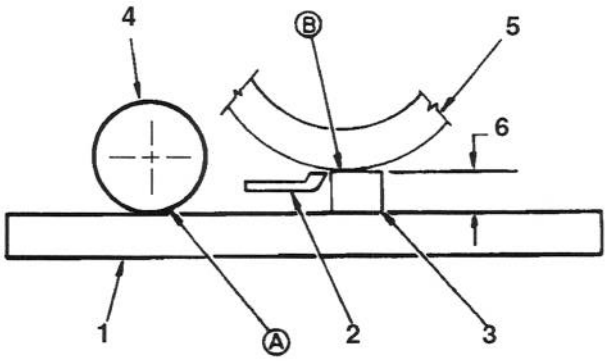

Figure 4
- Insert a piece of bar stock 70 cm long (Fig. 4), and approximately 3 mm thicker than the desired height-of-cut, under the reel and up against the bedknife cutting edge (Fig. 4). The reel (not bedknife)
E. Insert piece of bar stock (Fig. 4) 70 cm long with thickness equal to desired height-of-cut, under the entire length of the reel, next to the bedknife.